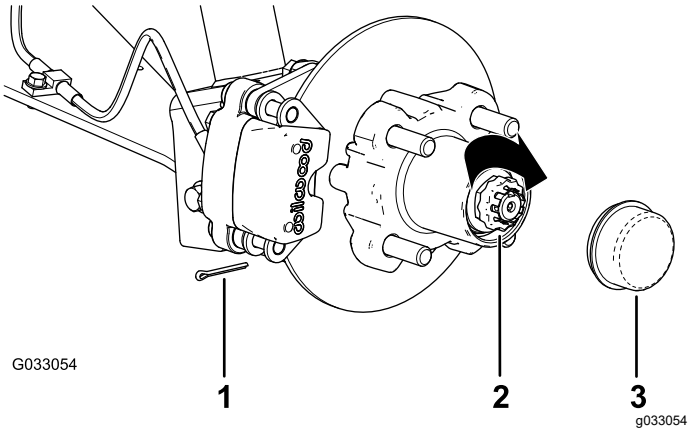

Figur 31
8. Monter holderen over mutteren og sjekk at sporet i holderen er innrettet med hullet i spindelen for hårnålssplinten (Figur 31).
9. Monter hårnålssplinten og bøy begge beina rundt holderen (Figur 31).
10. Monter støvkoppen på navet (Figur 31).